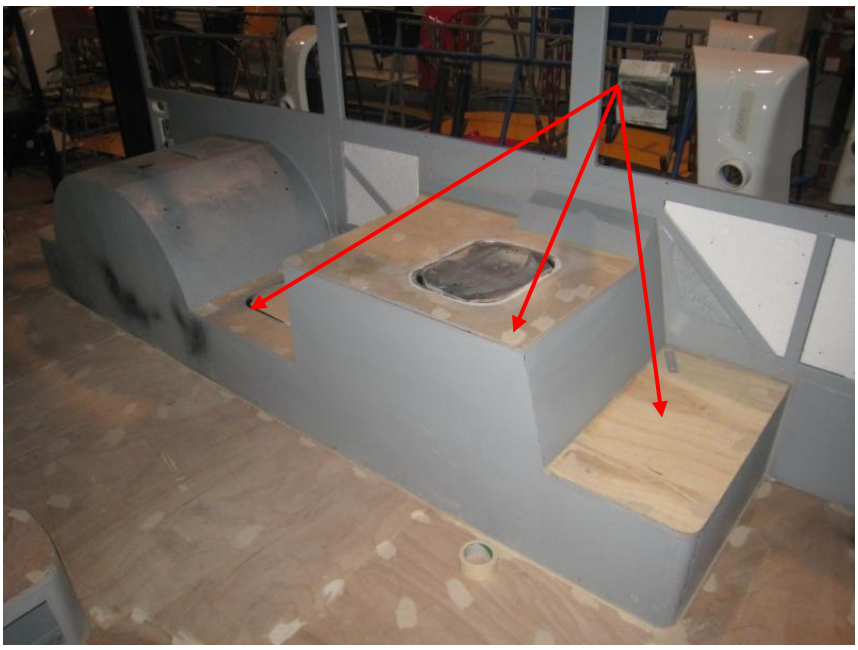

Rys. 1 Poziome powierzchnie podestów (wskazane strzałką)
- Wszystkie poziome powierzchnie podestów (Rys.1),